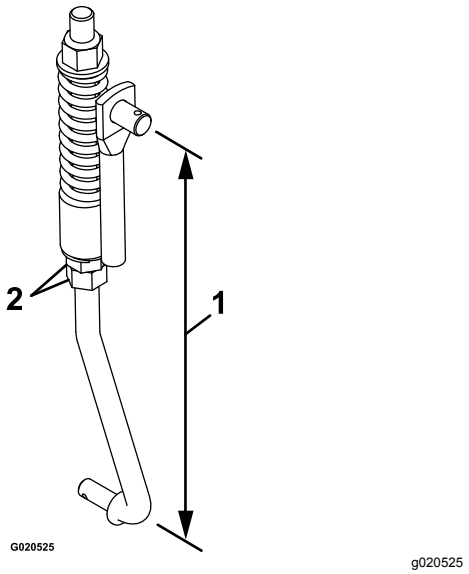

Figur 58
8. Juster ledforbindelsens længde med de to møtrikker i bunden af den lodrette fjederenhed (Figur 58).